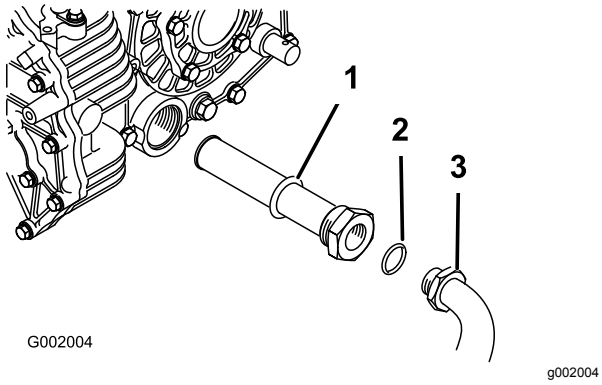

Figur 51
5. Fjern den hydrauliske slangen og 90°-vinkelrøret (Figur 51).